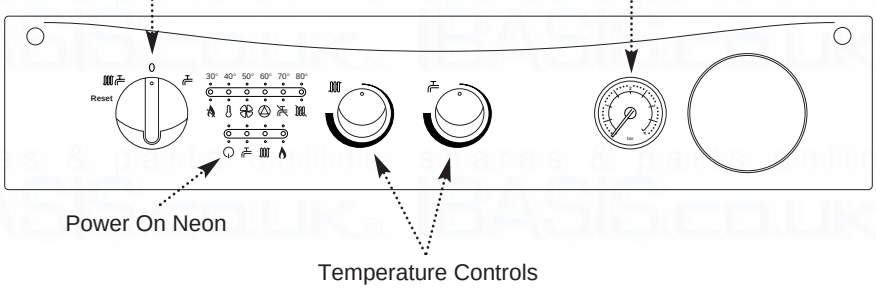

Fig. 37
2. Set the temperature controls to maximum and the selector switch to the Off position (Fig. 37).
5. Turn the selector switch fully anticlockwise against the spring pressure to the reset position and hold for 2 seconds to reset the boiler (Fig. 37).
6. Turn the selector switch to the Cental Heating and Domestic Hot Water position ( ). The power On neon ( ) will illuminate (Fig. 37).